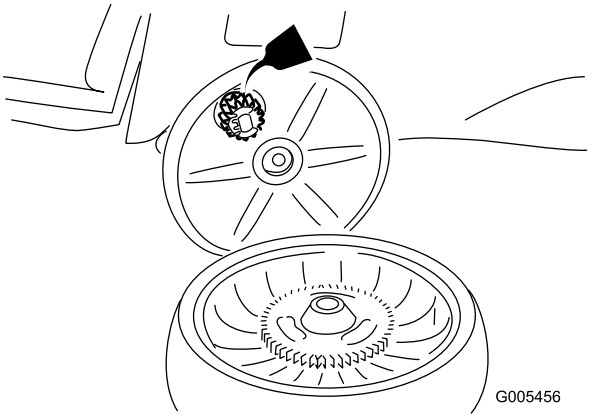

Figuur 29
2. Smeer olie op de tandwieloverbrenging zoals wordt getoond in Figuur 29.